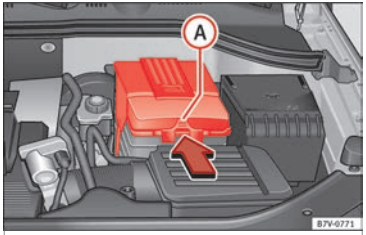

Fig. 248 In the engine compartment: remove the lid from the vehicle's battery.
- *In the case of a lid:* press the tab ››› **Fig. 248** Ⓐ in the direction of the arrow and pull the cover upwards.